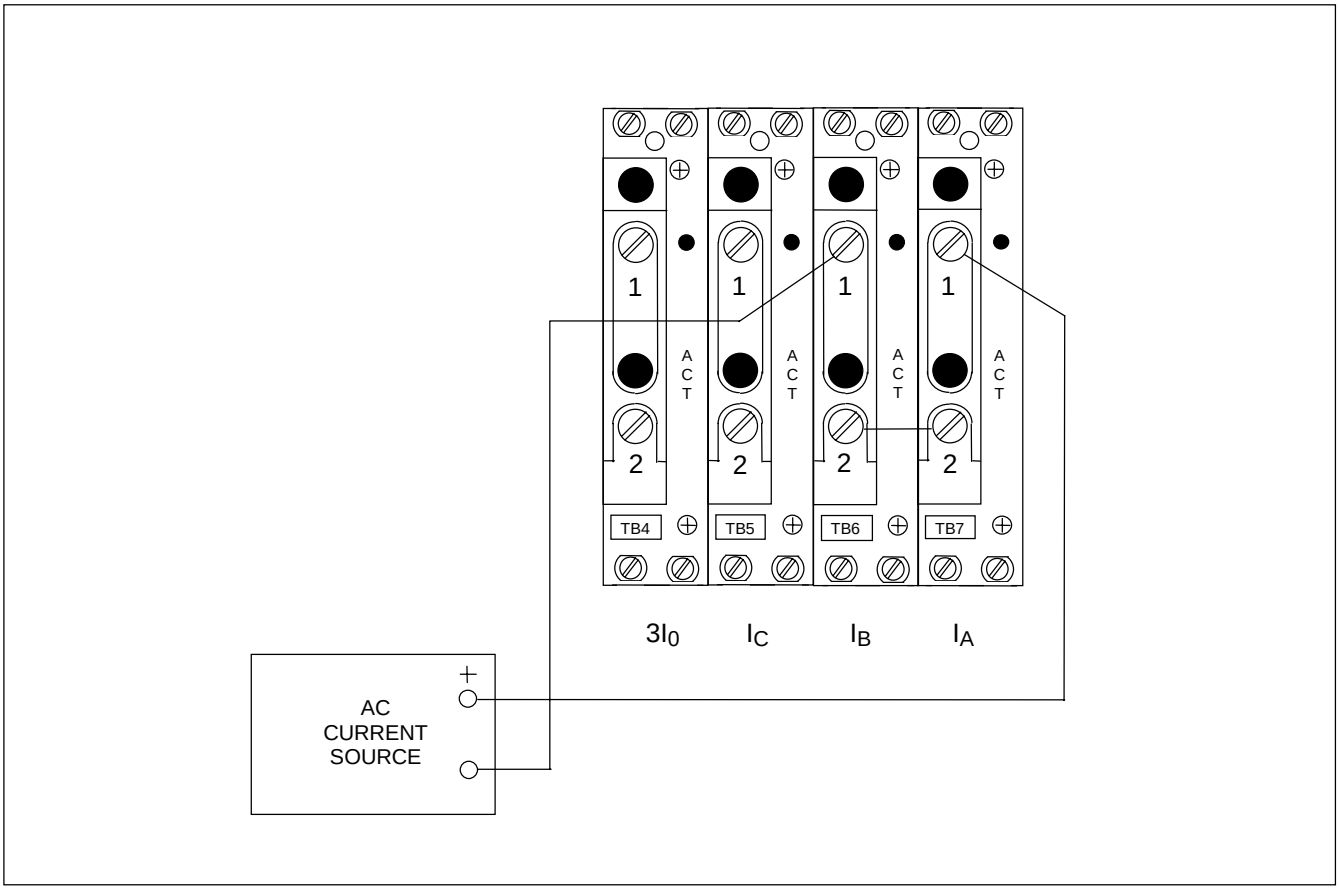

Figura 8-2. Conexion de prueba que simulan un fallo interno de A-B
1. Conecte el equipo como se muestra en la Figura 8-2.